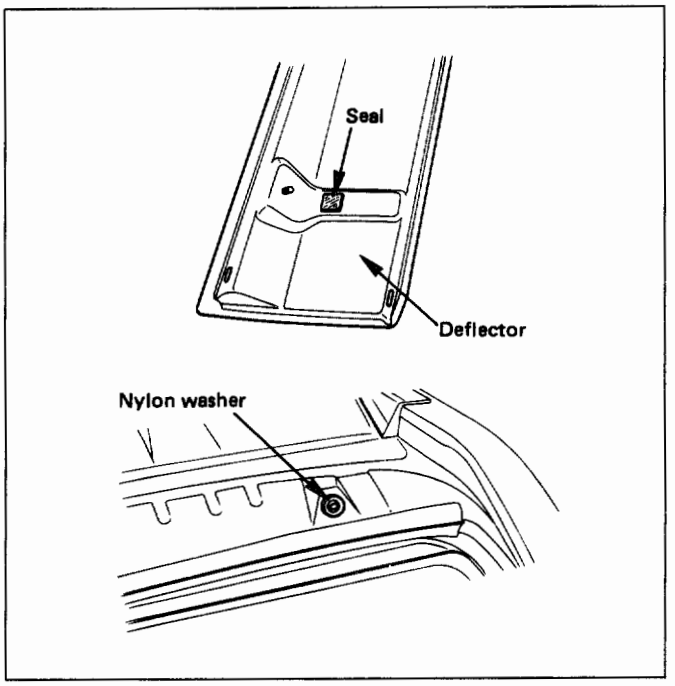

Fig. 10-250
1. Use a new seal. Peel off the adhesive tape of the seal to install the seal to the air deflector drain hole. (Fig. 10-250)
2. Use a new nylon washer. Peel off the adhesive tape of the washer to install the nylon washer to the air deflector (Fig. 10-250).